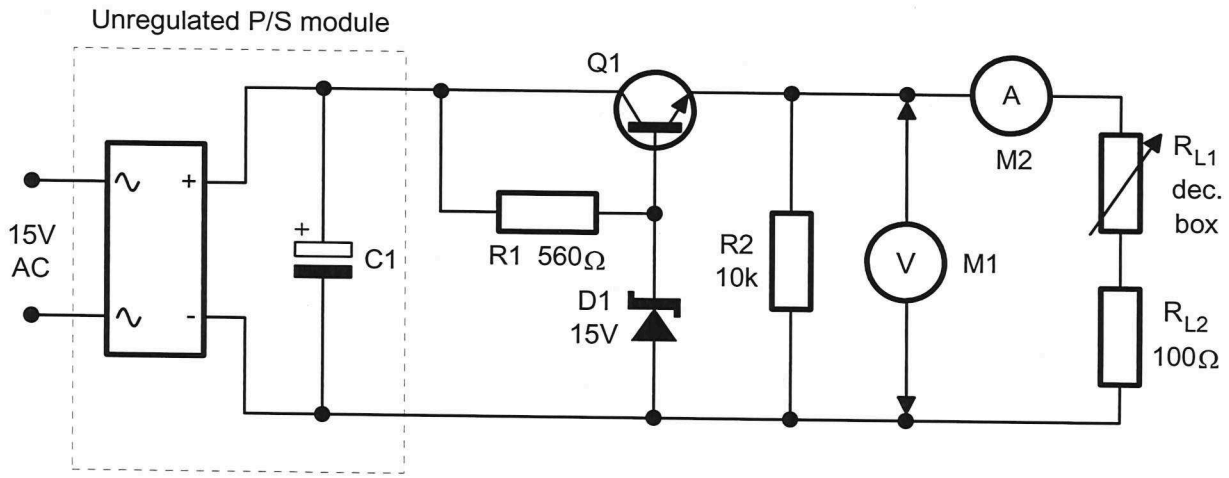

Figure 1
3. Wire the circuit of Figure 1 on the prototyping panel.